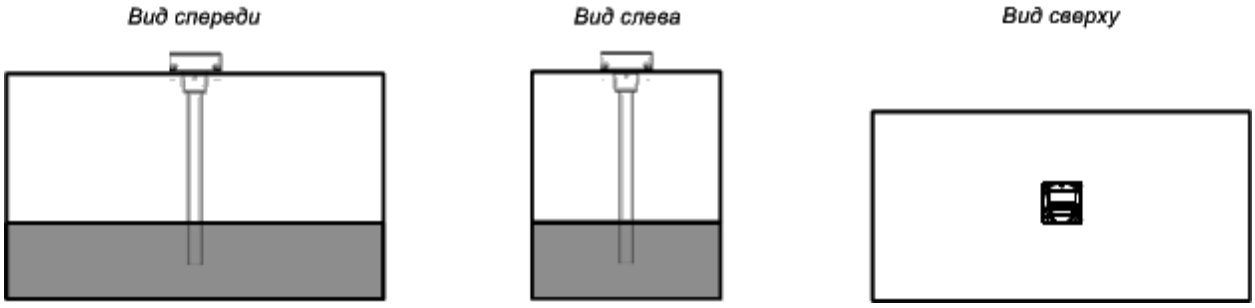
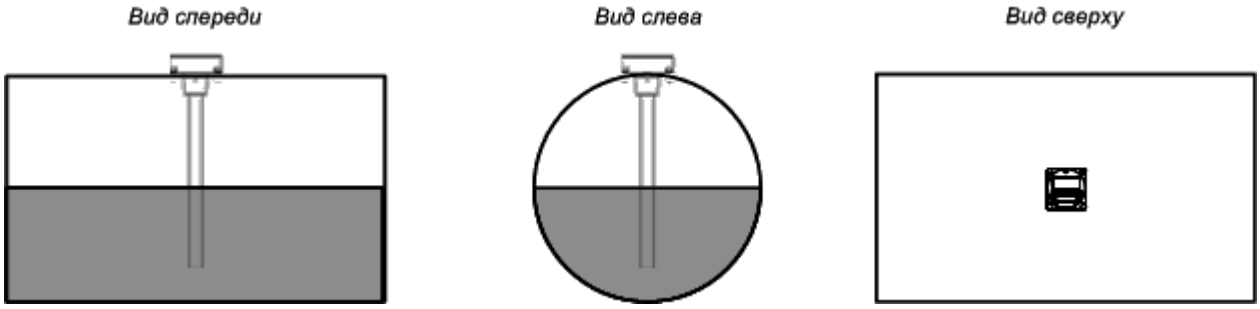
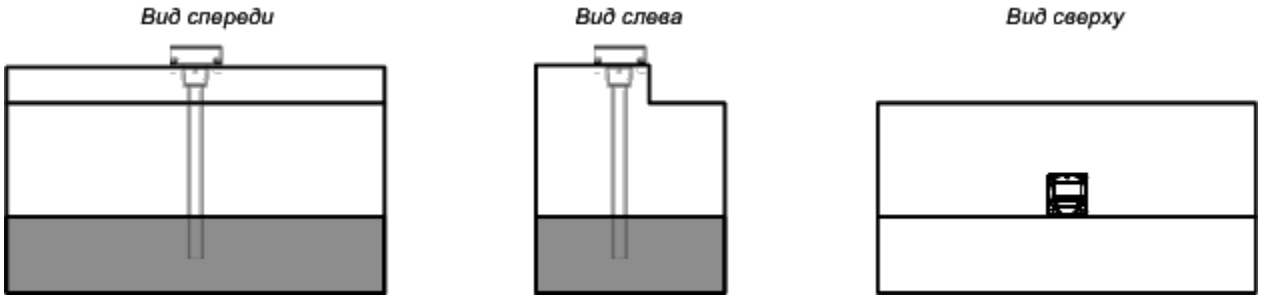

Рисунок 1
Рисунок 2
Рисунок 3
1) Установку изделия производить в зависимости от геометрической формы бака в места, указанные на рисунках (Рисунок 1, Рисунок 2, Рисунок 3). Установка изделия в этих местах обеспечивает независимость уровня топлива от наклона ТС.
2) В случаях, когда невозможно обеспечить установку изделия в места, указанные на рисунках (Рисунок 1, Рисунок 2, Рисунок 3), место установки необходимо максимально приблизить к указанным.
3) Установка изделия вне мест, указанных на рисунках (Рисунок 1, Рисунок 2, Рисунок 3), может привести к зависимости уровня топлива от угла наклона ТС. Например, для техники, работающей на рельефной местности, к завышенным или заниженным показаниям уровня топлива.
Подготовку баков, форма которых соответствует рисунку (Рисунок 2) проводить согласно Приложению Г.